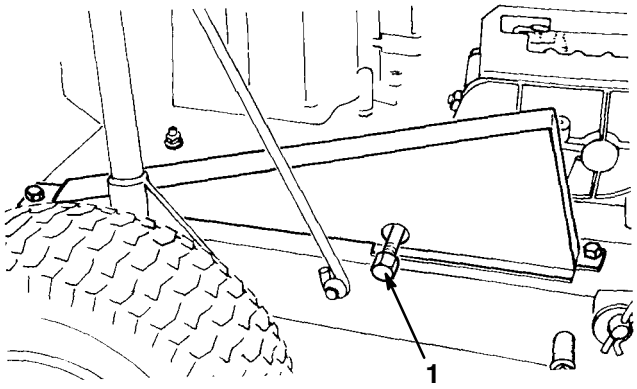

Bild 13
4. Stellen Sie ein Auffanggefäß unter die Verschlussschraube (Bild 13). Entfernen Sie die Verschlussschraube. Dadurch kann das Öl in das Auffanggefäß abfließen. Drehen Sie, wenn das Öl vollständig abgelaufen ist, die Verschlussschraube wieder auf.